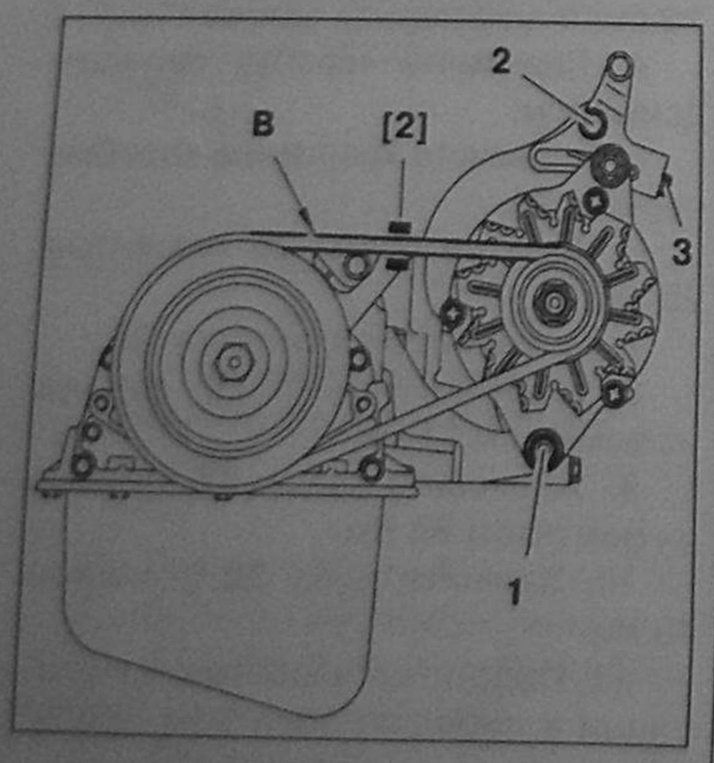

Рис. 5.58. Снятие и установка ремня привода вспомогательных механизмов на автомобиле без усилителя рулевого управления и без кондиционера воздуха.
1. Установите на ветвь «B» ремня датчик измерителя натяжения ремня SEEM (рис. 5.58).